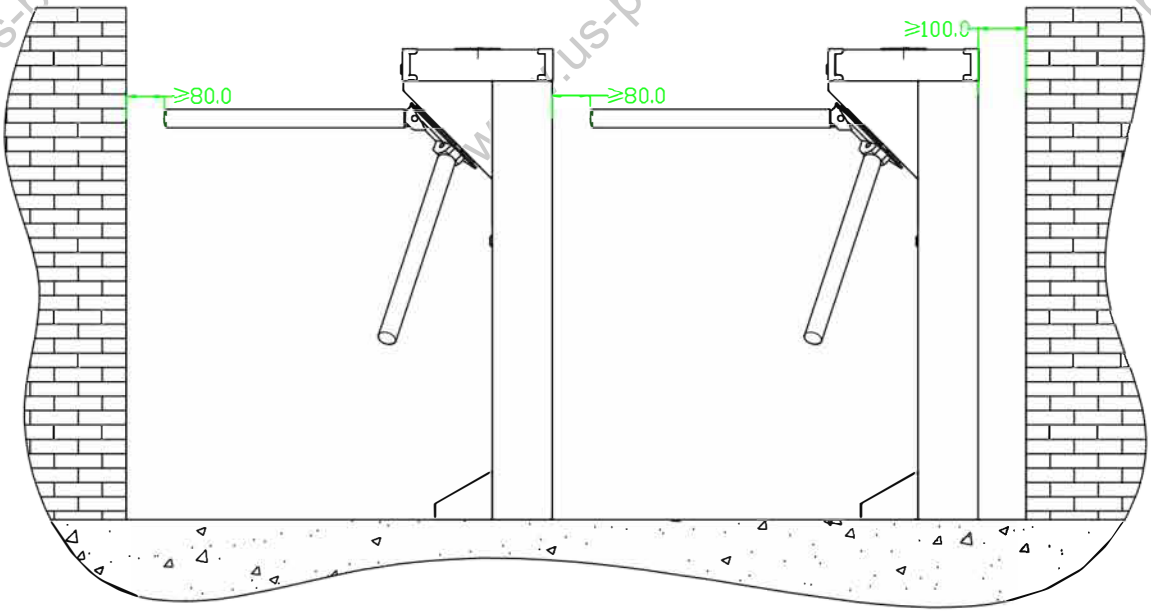

Рисунок 3-1
2. Свободное пространство от конца планки не должно превышать 80 мм (см. рисунок 3-1).